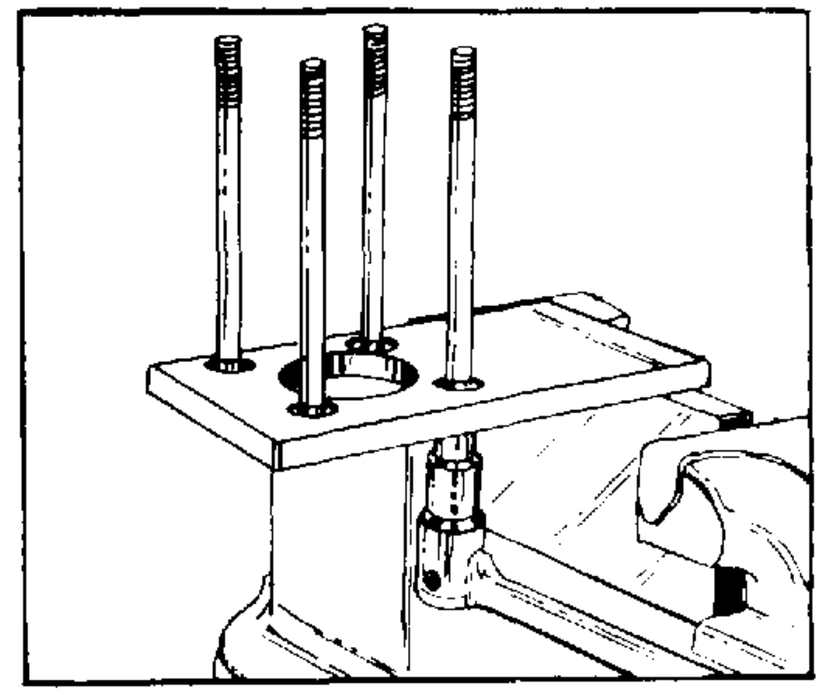

FIGURE 42.
remove and inspect bolts 51. Remove the nuts holding the four bolts (40) to the fixtures and remove the bolts. Bolts with the square shoulder or the threads damaged such that the nuts cannot be properly torqued must be replaced. See figure 42.